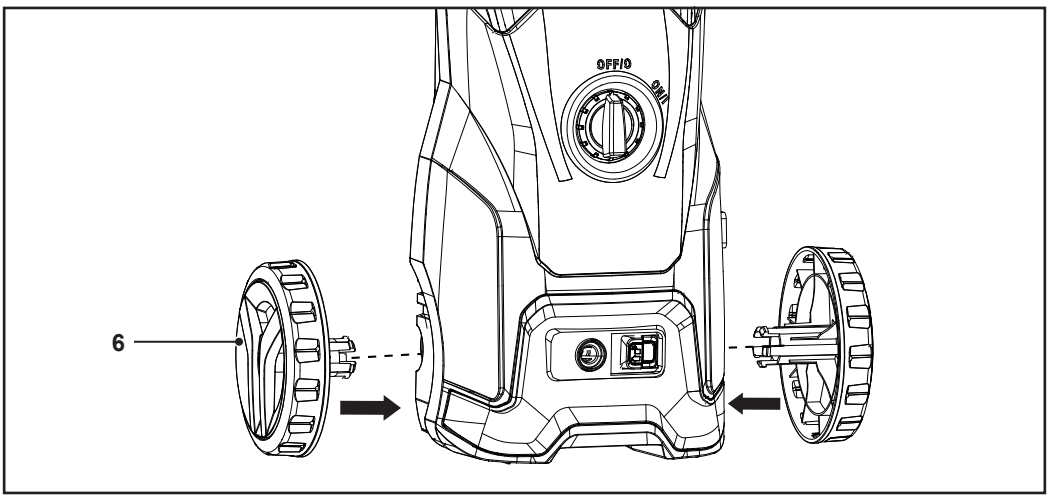

Fig. 3
3. Glisează suportul pentru cablul de alimentare (25) în fanta de pe partea din spate a aparatului.
4. Fixează cureaua (26) pe suportul pentru cablul de alimentare (25).
5. Montează cele 2 roți (6) în fantele din partea inferioară a aparatului (fig. 3). Roțile se blochează în poziție cu un clic.